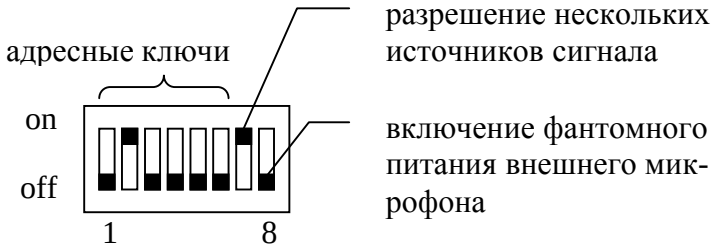

Рисунок 1.5 – Установка адреса и прочие функции
Внутри консоли находится печатная плата, на которой находится DIP-переключатель (рисунок 1.5) для установки адреса и прочих функций.
2.2.3 При необходимости с помощью DIP-переключателя (рисунок 1.5) сконфигурировать пульт.